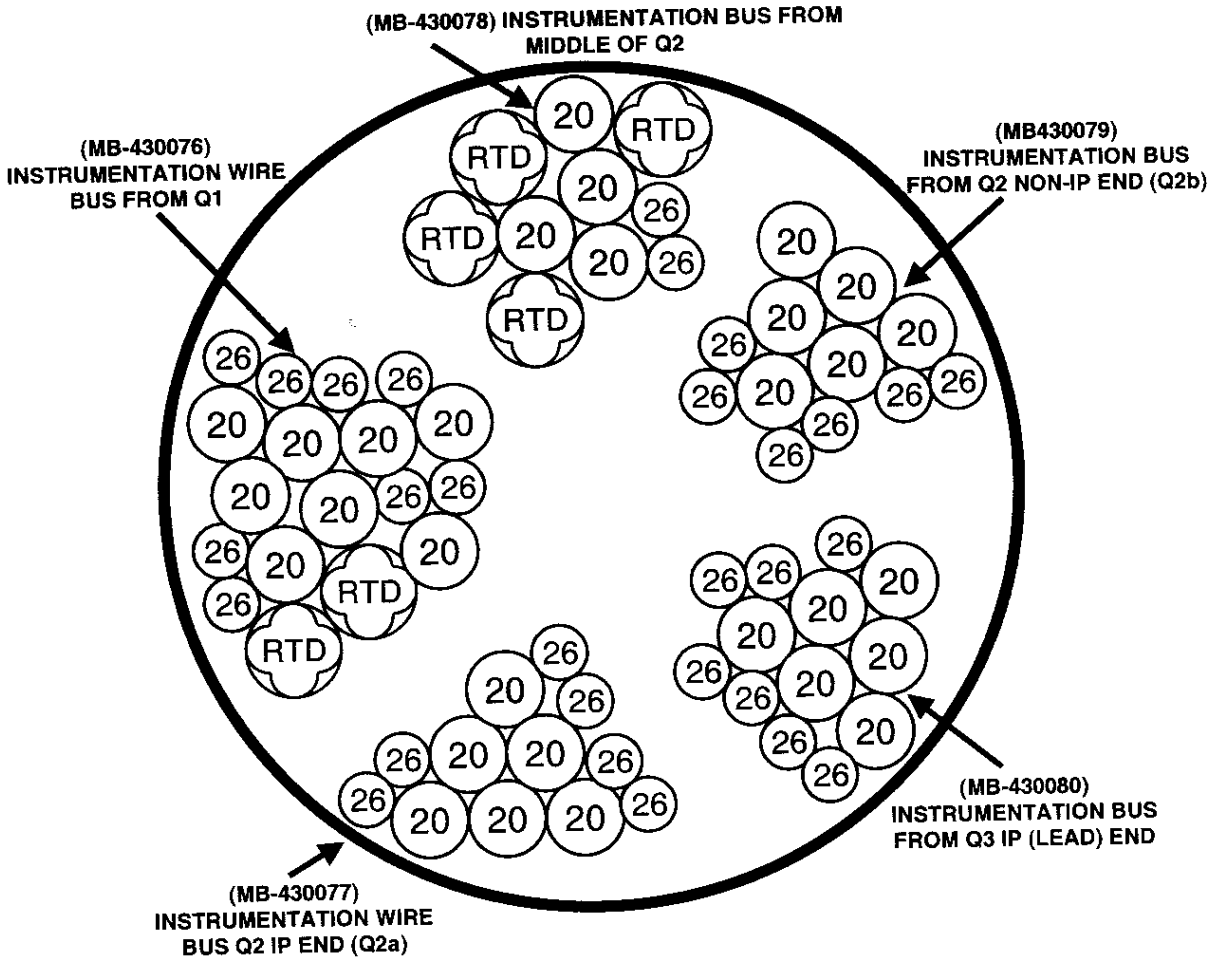

Figure 7.1
7.1 Prepare Q3 Instrumentation Wire Feed thru (MB-430074). Build per Q3 Module Assembly Instrumentation Wire Feed thru (ME- 430074). Wire Labels and descriptions are shown in Figure 7.1 and per (MB-430074).